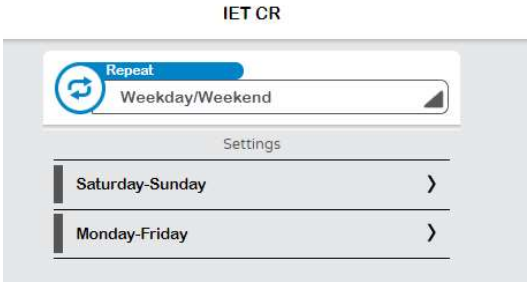

Figure 5: Sample Building Schedule Page – Week
- SWARM can create a different schedule for the weekend than the week, as shown in Figure 5: